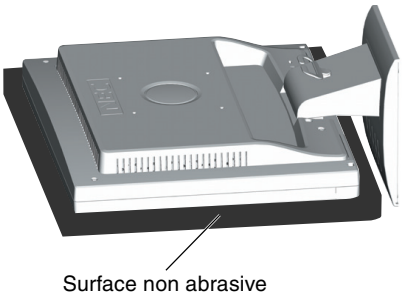

Figure R.1
2. Placez le moniteur face vers le bas sur une surface non abrasive (**Figure R.1**).
1. Placez le moniteur face vers le bas sur une surface non abrasive (**Figure R.1**).